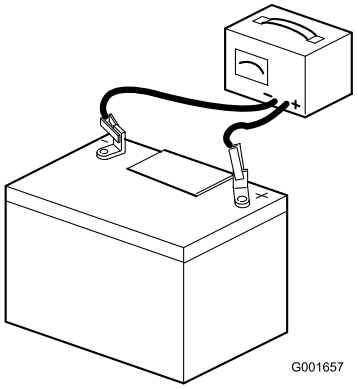

Figuur 5
7. Sluit een acculader van 3 tot 4 A aan op de accupolen (Figuur 5). Laad de accu op gedurende 4 tot 8 uur bij 3-4 A.